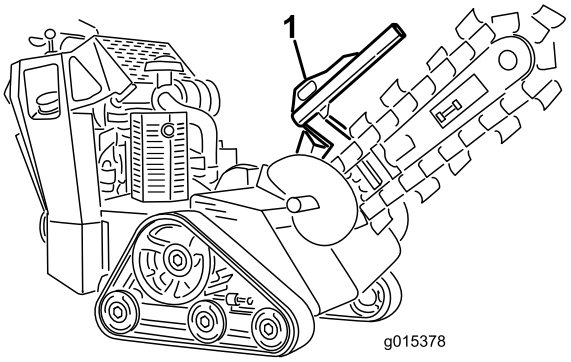
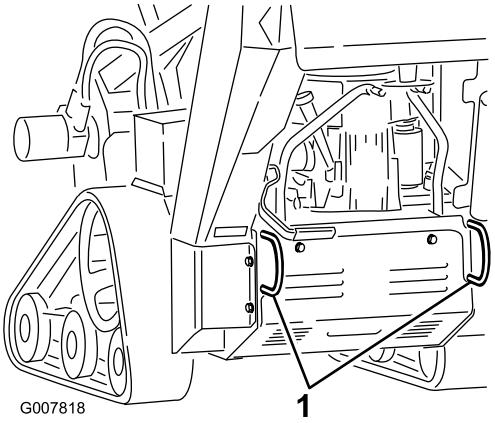

**Rysunek 22**
**Rysunek 23**
3. Zamocuj maszynę na przyczepie za pomocą łańcuchów lub pasów, używając pętli mocujących / do podnoszenia z przodu i z tyłu maszyny (Rysunek 22 i Rysunek 23). Przestrzegaj lokalnych rozporządzeń określających wymagania dotyczące przyczep i mocowań.
Maszynę można unieść za pomocą pętli mocujących / do podnoszenia, stanowiących punkty podnoszenia (Rysunek 22 i Rysunek 23).